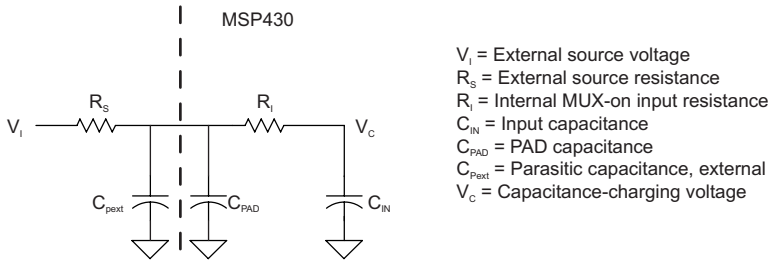

図 5-16. eCOMP Input Circuit
(1) For details on the eCOMP $C_{IN,}$ model , see 図 5-16.
(1) For details on the eCOMP $C_{IN,}$ model, see 図 5-16.